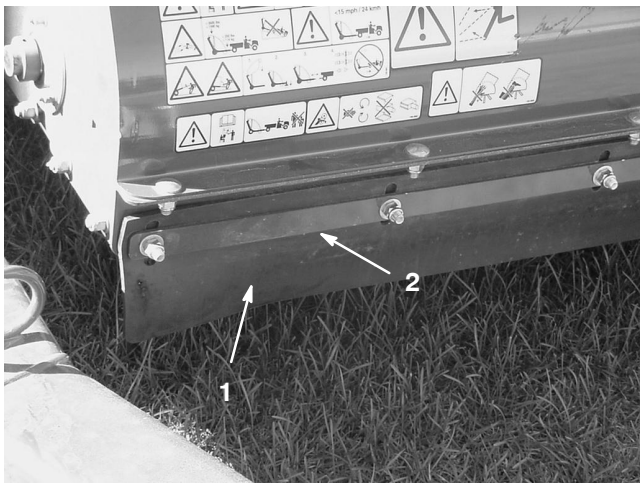

Figure 31
1. Desserrez les écrous de fixation de la barrette métallique et du déflecteur avant sur le carter de la brosse (Fig. 31).